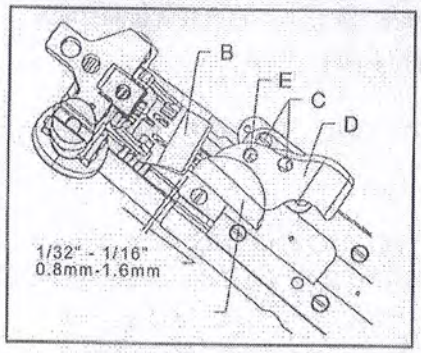

FIG.22
Slide folder (A,Fig.22) on arm .The folder should be as close to the front of presser foot (B) as possible ,making sure to avoid the presser foot contacting the folder when sewing across seams. If adjustment is necessary loosen screws(C)to move entire folder left to right or front to back as required. If just adjustment of upper scroll(D) is needle loosen screw(E) and position scroll to obtain proper seam margin.